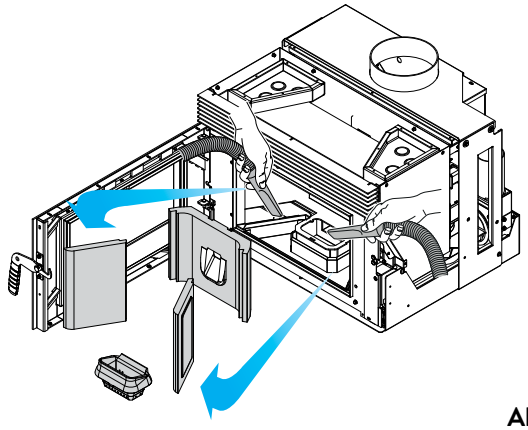

Abb. 7.15
B) Retirar las placas refractarias del hogar y aspirar las cenizas residuales (Fig. 7.15).